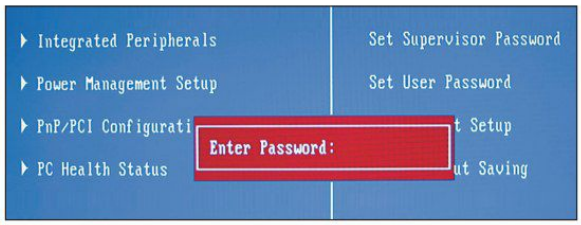

Bild 1: Passworteingabe für Firmware Setup-Utility
11. Ein Kunde beanstandet, dass sein Rechner instabil ist, also öfter „abstürzt“, nachdem er bestimmte Änderungen mit dem Firmware Setup-Utility vorgenommen hat. Er hat jedoch das Passwort vergessen **(Bild 1)** und kann darum seine Änderungen nicht mehr korrigieren.